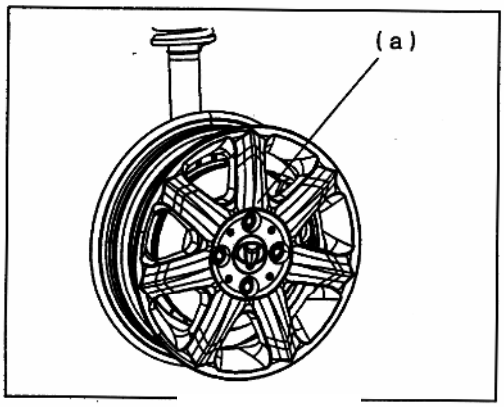

Рис. 562
6) Установите колеса и затяните гайки требуемым моментом (Рис. 562).